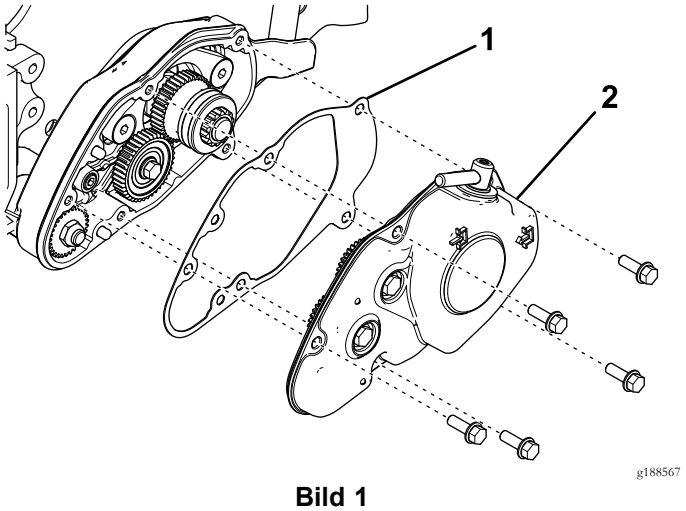

Bild 1
3. Entfernen Sie die Abdeckung des Groomergehäuses und die Dichtung (Bild 1).